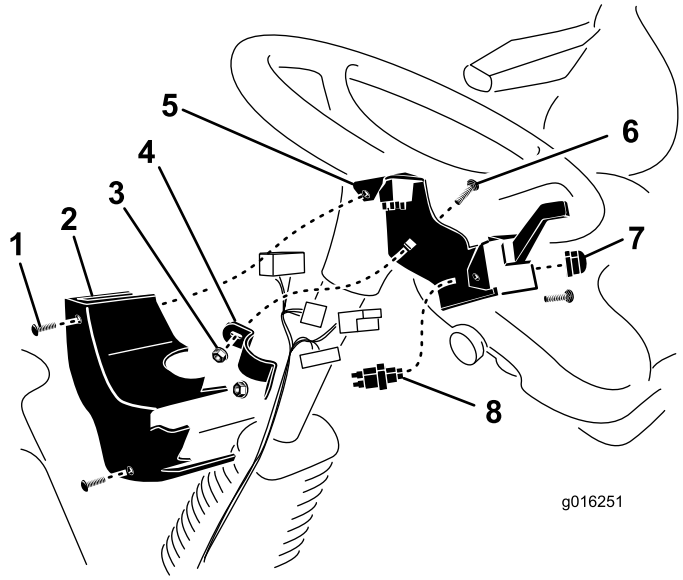

Figura 5
1. Monte el interruptor del claxon en el soporte de la columna con el botón de claxon de **goma** (Figura 5). No utilice el botón plateado incluido con el claxon.
2. Monte el conjunto del soporte de la columna en la parte trasera de la columna de dirección con la abrazadera del soporte, 2 tornillos de cuello cuadrado de 3/8" x 1 pulgada y tuercas con arandela prensada de 3/8 pulgada. Coloque el soporte lo más alto posible en la columna de dirección, según se muestra en Figura 5. Asegúrese de que el soporte no obstruye el volante.
3. Después de conectar el arnés de cables a los interruptores, sujete la tapa a las dos tuercas rápidas del soporte con tornillos (Figura 5).